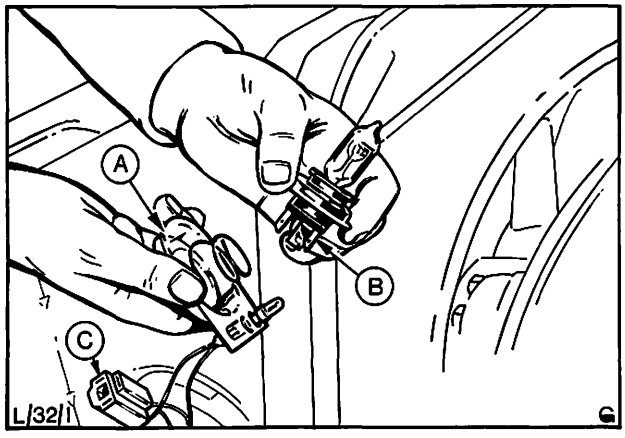

Abb. 11 Glühlampe – Scheinwerfer ausbauen
4. Mehrfachstecker von der Rückseite der Glühlampe abziehen und Glühlampe herausnehmen, Abb. 11.